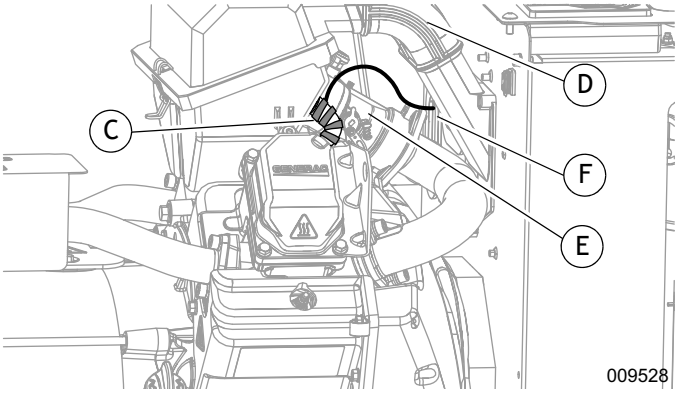

Рисунок 5. Шланг сапуна (серия 800)
1. См. ***Рисунок 5***. Равномерно оберните нагревательную оболочку сапуна (C) вокруг шланга сапуна, как показано на рисунке, при этом выводные провода должны быть наверху. Для фиксации нагревателя оберните нагреватель сапуна и шланг силиконовой лентой (входит в комплект поставки).